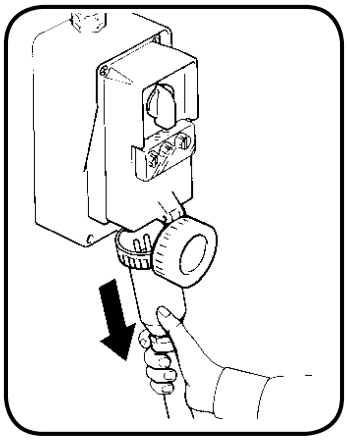

Rysunek 2
- Podczas wszelkich testów, kontroli, czyszczenia, konserwacji i wymiany części zarówno silnik jak i maszyna, z którą silnik współpracuje muszą być wyłączone, a wtyczki kabli zasilających muszą być odłączone od sieci (Rysunek 2)